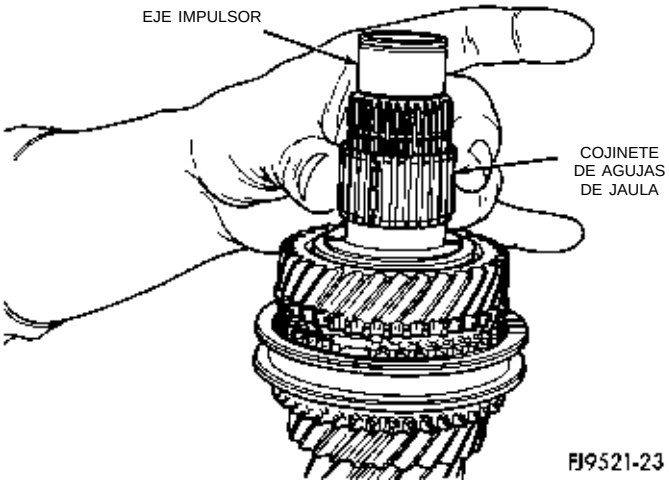

Fig. 81 Desmontaje del cojinete de agujas de jaula
(3) Retire el cojinete de agujas de jaula (Fig. 81).